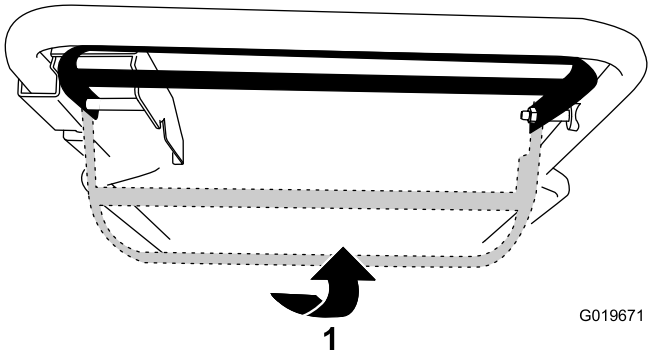

Figura 16
- Per utilizzare la trazione automatica senza inserire le lame, sollevate la barra di comando verso la stegola (Figura 16).
- Per utilizzare la trazione automatica e inserire le lame, fate scorrere la barra di comando fino in fondo a destra e sollevatela verso la stegola (Figura 16).